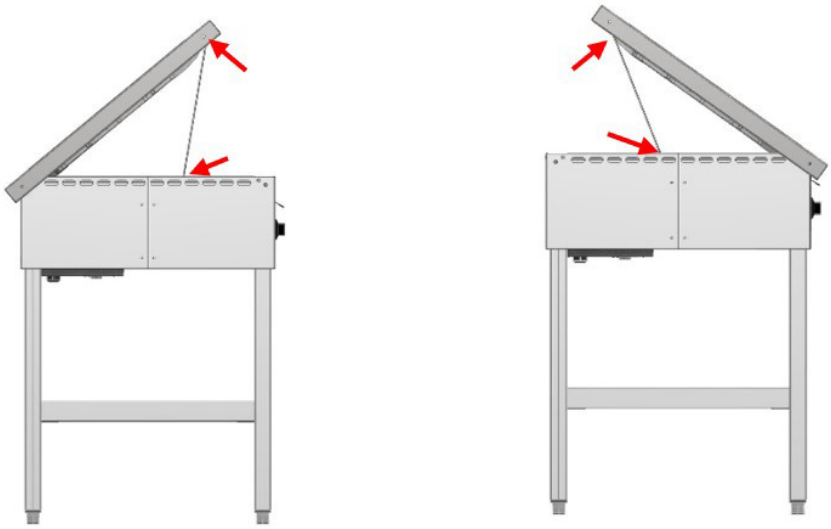

Fig. 0-32 Placering af støttearme
3) Støttearmene findes midt i apparatet og placeres indvendigt i hver side af apparatet, samt indvendig i overpladen som anvist på Fig. 0-32